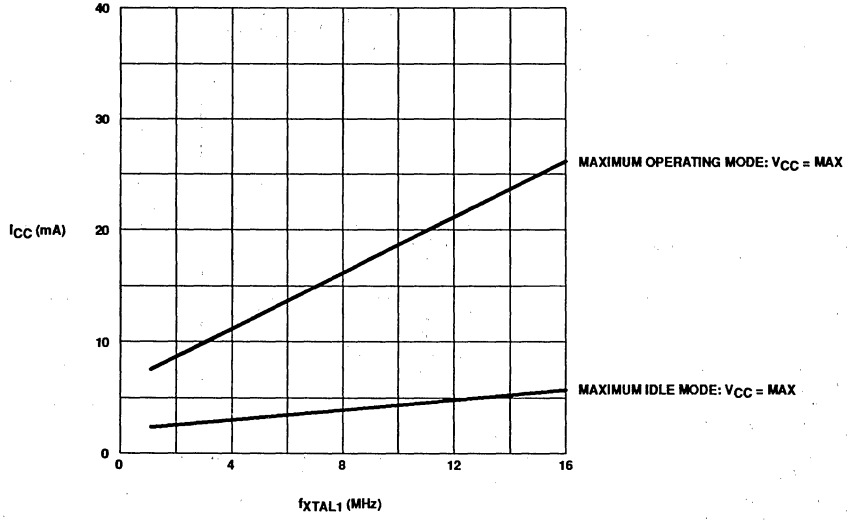

Figure 1. I_{CC} vs. Frequency
10. I_{CCMAX} for the 80/83C652 at other frequencies can be derived from Figure 1, where FREQ is the external oscillator frequency in MHz. I_{CCMAX} is given in mA.